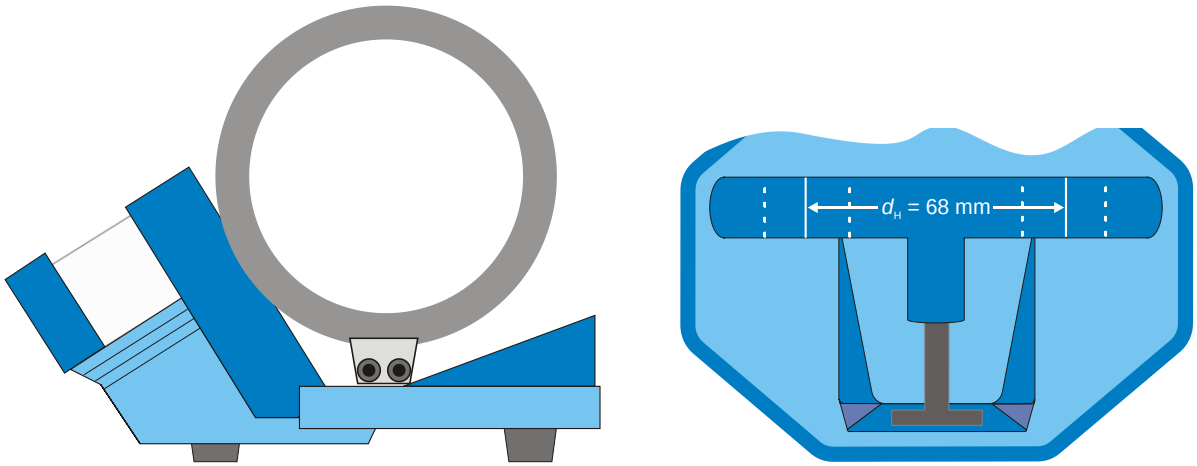

Fig. 2 Aufbau der Spulen für transversales Feld
- Spulen in der Mitte des Spulenschlitzes einsetzen und ganz nach außen schieben. Dabei darauf achten, dass die Anschlüsse nach außen weisen (siehe Fig. 2).